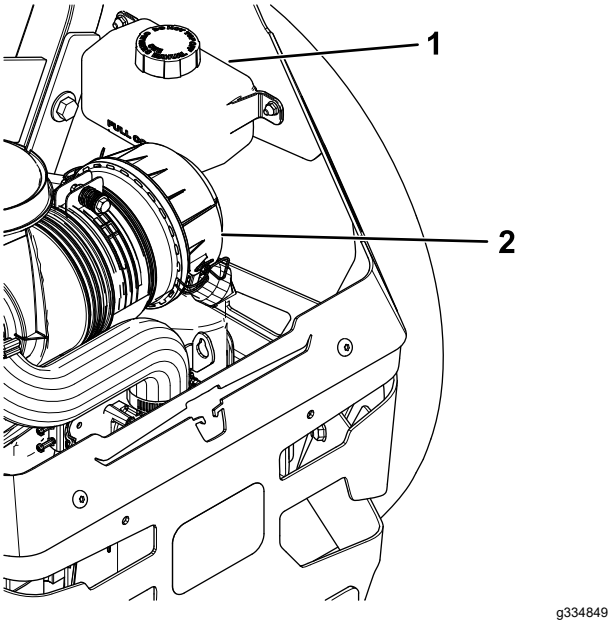

Bild 67
2. Prüfen Sie das Ausdehnungsgefäß und füllen Sie ggf. Hydrauliköl der Sorte Toro® HYPR-OIL™ 500 bis zur Markierung FULL COLD auf (Bild 67).